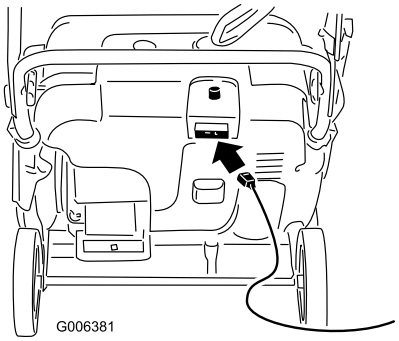
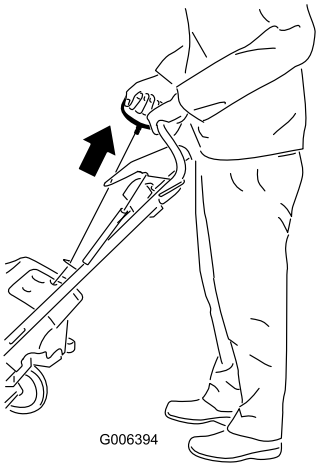

Figur 17
Figur 18
4. Koble til en skjøteledning til et strømuttak og snøfresen, og trykk på den elektriske start-knappen (kun for modell 38569) (Figur 17), eller trekk i tilbakespolingsstarterhåndtaket (Figur 18).